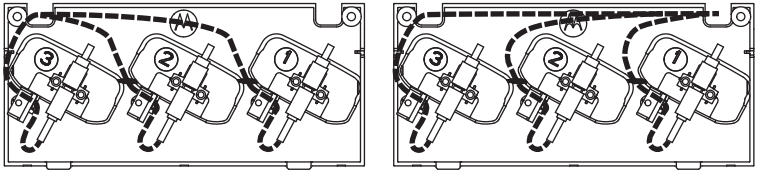

Figura 12: Modele o cabo USB dependendo do localização da saída de alimentação do cabo.
3. Conecte o Cabo de Programação ao receptáculo USB na parte inferior do Compartimento de Carregamento e modele o(s) cabo(s) conforme a Figura 12.